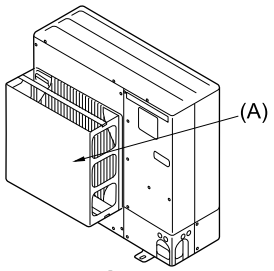

Fig. 2-4
(2) Installieren Sie eine als Sonderzubehör erhältliche Luftauslaßführung, wenn die Anlage an einem Aufstellort installiert ist, an dem die Gefahr besteht, daß starker Wind direkt in die Luftaustrittsöffnung bläst. (Fig. 2-4)